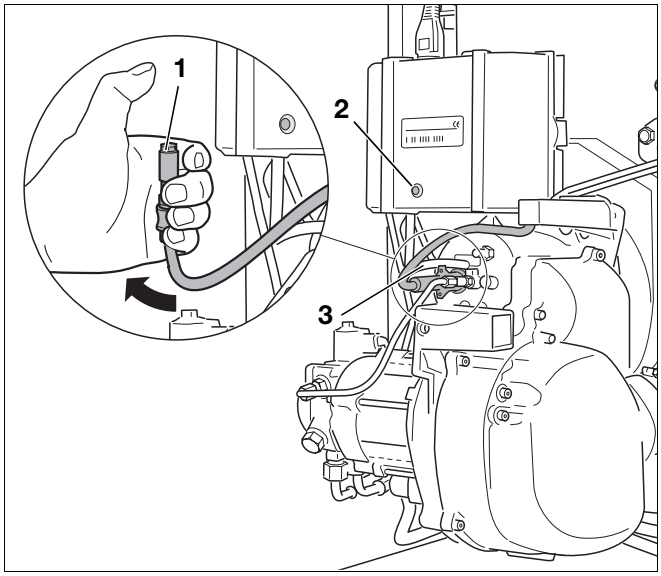

Rys. 42 Sprawdzenie prawidłowości działania czujnika płomienia
- Przy działającym palniku wyjąć czujnik płomienia za uchwyt (Rys. 42, **Poz. 3**).
- Przytrzymać czujnik płomienia, poddając go działaniu światła (Rys. 42, **Poz. 1**). Po ponownym rozruchu powinno nastąpić wyłączenie awaryjne.
- Odczekać ok. 30 sekund i odblokować automat palnikowy, naciskając przycisk odkłócający lub przycisk „Reset” na module BC10 (Rys. 42, **Poz. 2**).